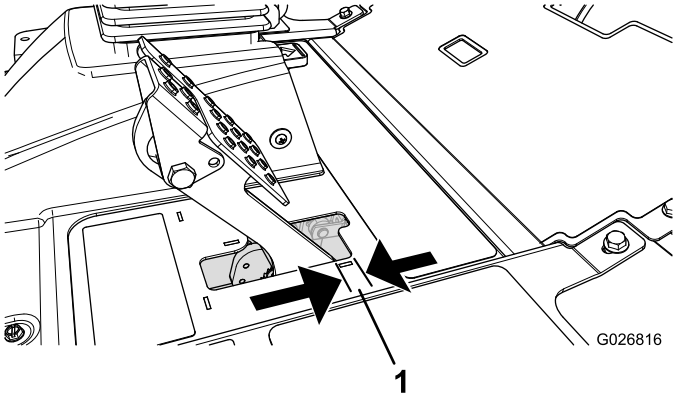

Figur 53
Justera bromsarna om bromspedalen har mer än 2,5 cm fritt spel (Figur 53) eller om större fasthållningskraft krävs. Det fria spelet är det avstånd bromspedalen förflyttar sig innan bromsmotståndet känns av.
2. Dra åt den bakre muttern så att kabeln förs bakåt tills bromspedalerna har ett spel på 6,3–12,7 mm (Figur 53) innan hjulen låses.